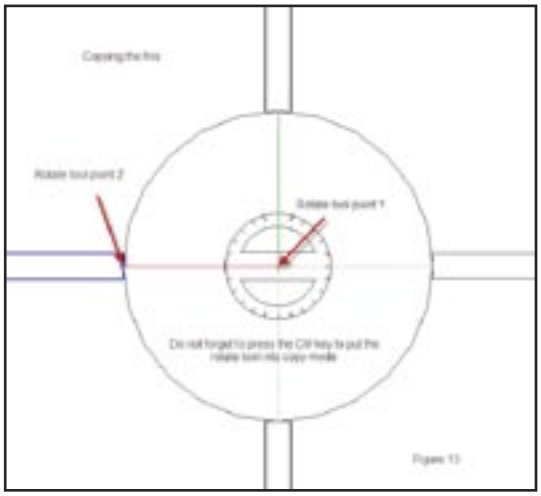

*Figure 14: Duplicate and rotate the fins to the proper locations.*
**Note:** For example, you can just type in a new value for the number of fins 6/. As long as you do not click in the model SketchUp will use the new value, very helpful! See Figure 14.